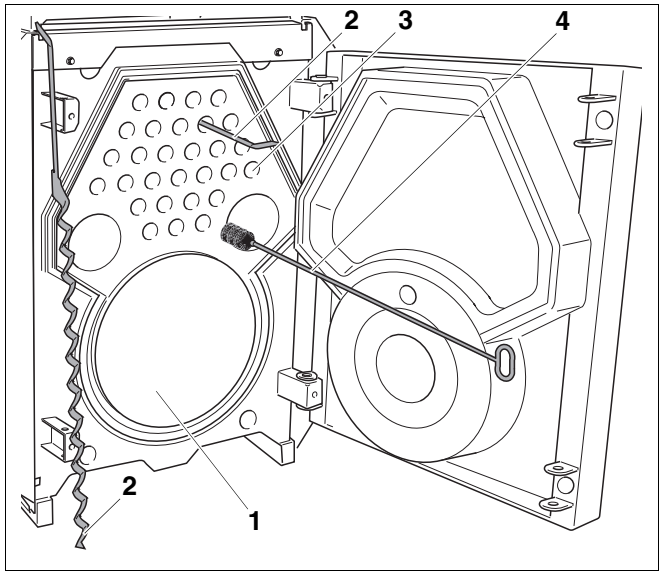
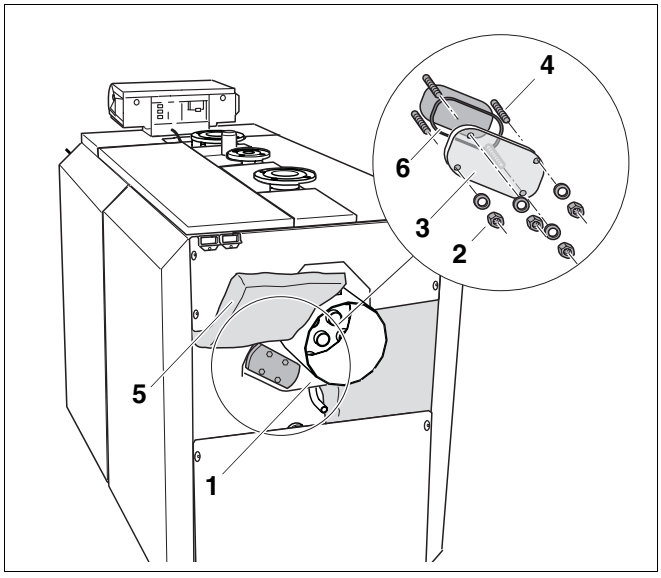

Rys. 46 Czyszczenie powierzchni grzewczych
Rys. 48 Zdjęcie pokrywy wyczystkowej (przedstawiono pozycję pokrywy wyczystkowej dla kotła wielkości: SE635 230 – 280 kW i SK635 265 – 325 kW)
- Wyjąć turbulizatory (rys. 46, **poz. 2**) z płomieniówek (rys. 46, **poz. 3**).
- Wyczyścić turbulizatory (rys. 46, **poz. 2**).
Jeżeli część robocza szczotki do czyszczenia (rys. 46, **poz. 4**) nie zostanie w całości przepchana przez płomieniówkę, szczotka będzie stawiała duży opór przy wyciąganiu.
- Wyczyścić powierzchnie grzewcze komory spalania (rys. 46, **poz. 1**) i płomieniówki (rys. 46, **poz. 3**) przy pomocy szczotki do czyszczenia (rys. 46, **poz. 4**).
- Odchylić izolację cieplną kolektora spalin (rys. 48, **poz. 5**) do góry, aby odsłonić pokrywę wyczystkową.
- Odkręcić nakrętki i wyjąć podkładki pokrywy wyczystkowej (rys. 48, **poz. 2**).
- Zdjąć pokrywę wyczystkową kolektora spalin (rys. 48, **poz. 2**).
- Usunąć luźne osady po spalaniu z komory spalania (rys. 46, strona 51), kanałów przepływu spalin i kolektora spalin (rys. 48, **poz. 1**).